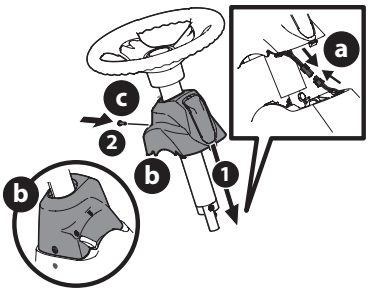

Figura 3
6. Extraiga el tornillo de montaje de la tapa del pedestal instalado en fábrica (c) y ubicado en la consola de dirección del montable. Guarde el tornillo para uso posterior (Figura 3).
7. Conecte los terminales del cable del faro (a). Deslice la tapa del pedestal (a) sobre el (montable) y rótela ligeramente a la derecha para calzarla en su lugar. Sujete la tapa del pedestal (b) con el tornillo (c) que extrajo antes (Figura 3).